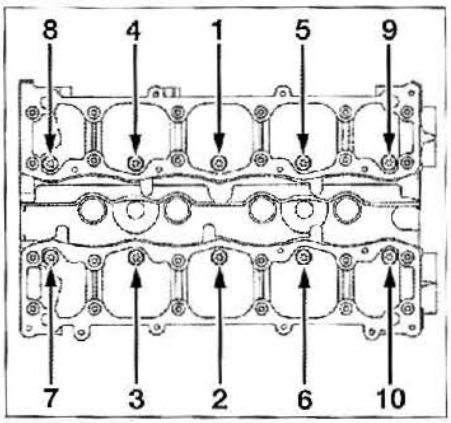

FIG. 28
• Apretar los tornillos de culata respetando el orden y el par de apriete prescritos (**Fig.28**).